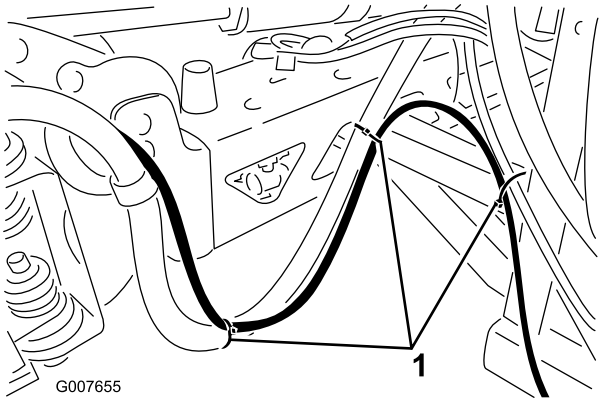

Figura 9
C. Siga tendiendo la manguera de espuma junto a la manguera de alimentación existente del brazo. Utilice sujetacables de plástico para sujetar la manguera al tirante en las posiciones indicadas en Figura 9.